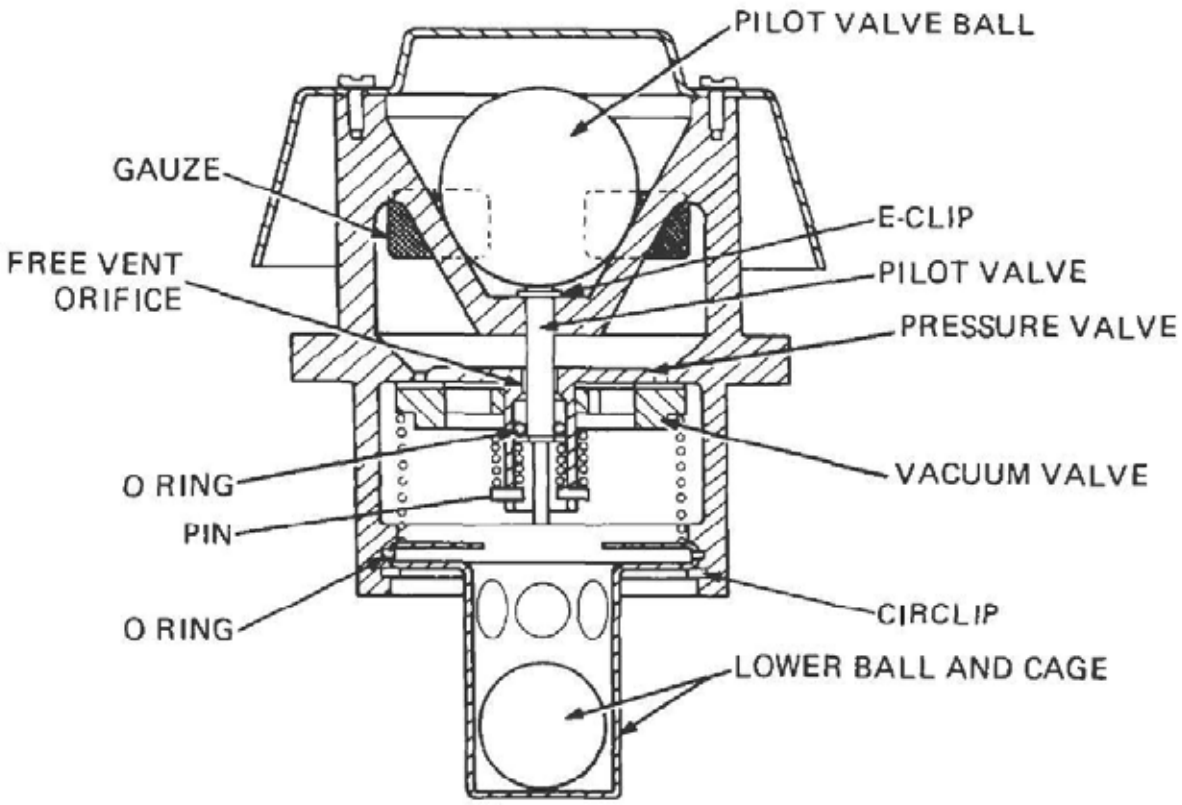

Figure 36 Pressure and Vacuum Vent – Sectional View
a. Remove the circlip from the bottom of the pressure and vacuum vent (Figures 36 and 37).